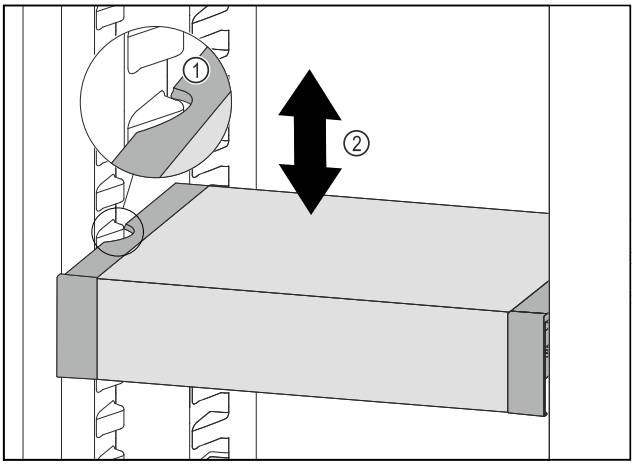

Fig. 96
▶ VarioSafe nach vorne ziehen, bis sich die seitlichen Aussparungen des VarioSafes auf Höhe der Behälterrippe im Kühlteil befinden. *Fig. 96 (1)*
▶ VarioSafe im Kühlteil nach oben oder unten bewegen, bis gewünschte Höhe erreicht ist. *Fig. 96 (2)*